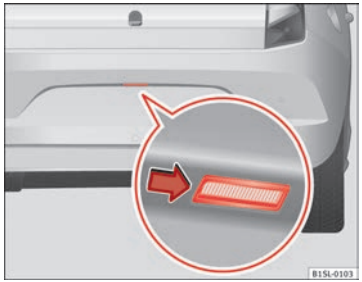

Fig. 158 Sur le pare-chocs arrière : Dépose de l'éclairage de la plaque minéralogique
2.	Appuyez avec une main sur l'éclairage de la plaque minéralogique de gauche à droite et retirez-le du pare-chocs ⇒ fig. 158.